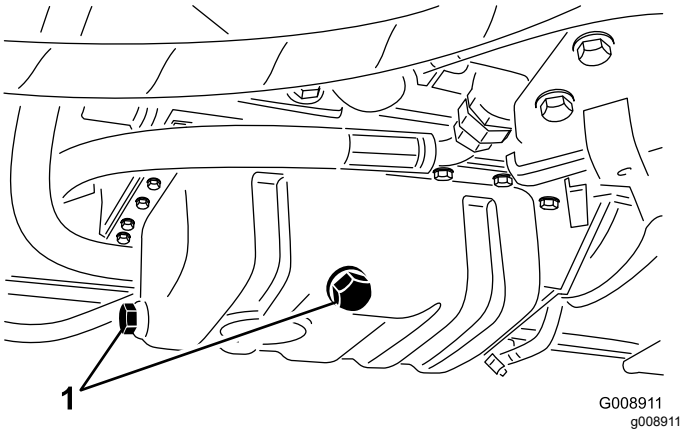

**Figur 65**
3. Ta bort en av avtappningspluggarna (Figur 65) och låt oljan rinna ned i avtappningskärlet. Sätt tillbaka pluggen när oljan har slutat att rinna.